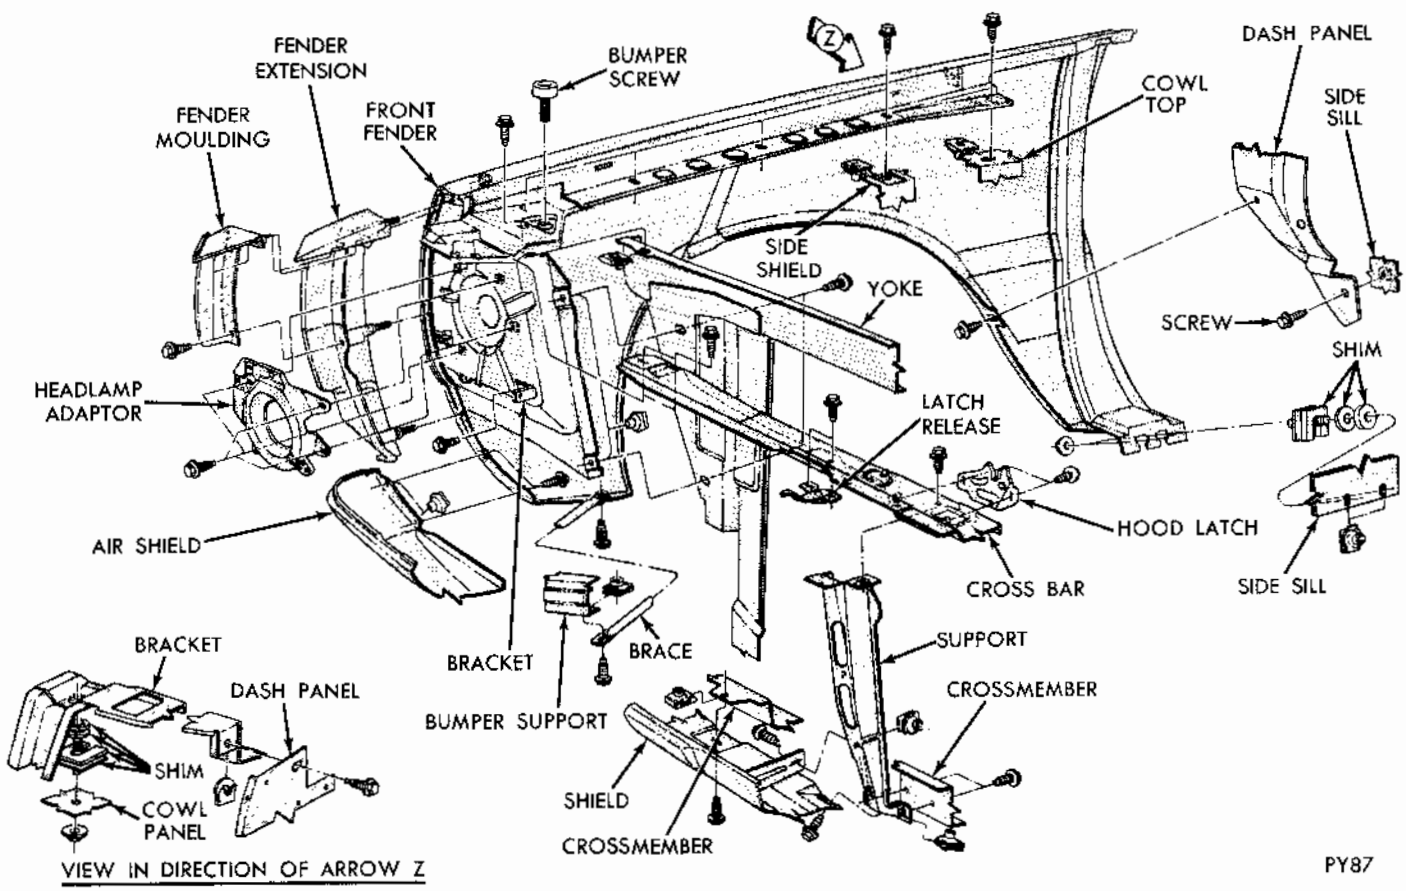

Fig. 6 - Fender Attachment
(1) Disconnect battery ground strap.
(2) Tape leading edge of front door and cowl to fender area to avoid damaging paint.
(3) Remove front bumper assembly.
(4) Disconnect head lamp wires and remove nuts attaching grille extension to fender.
(5) Remove nuts and screws attaching fender to cowl, floor sill, wheelhouse or splash shields and radiator yoke (Fig. 6).
(6) Remove fender assembly and if necessary remove fender mouldings, ornamentation and head light assemblies.